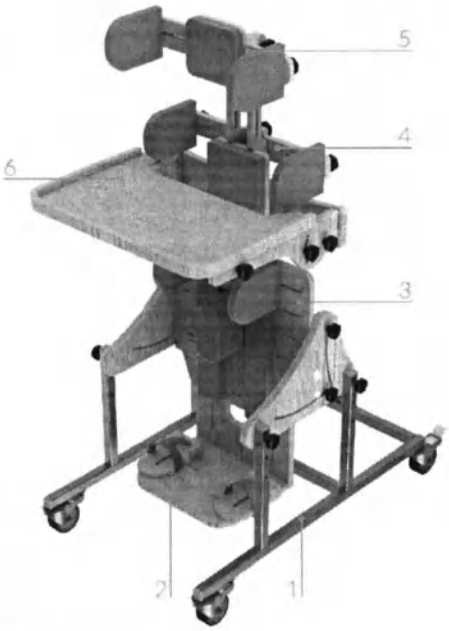

Рис. 2 – Общий вид опоры
Опора (рис. 2) состоит из основания (1) и ложа, включающего в себя следующие части: узел подножки (2), узел для туловища (3), плечевой фиксатор (4), подголовник (5) и столик (6).